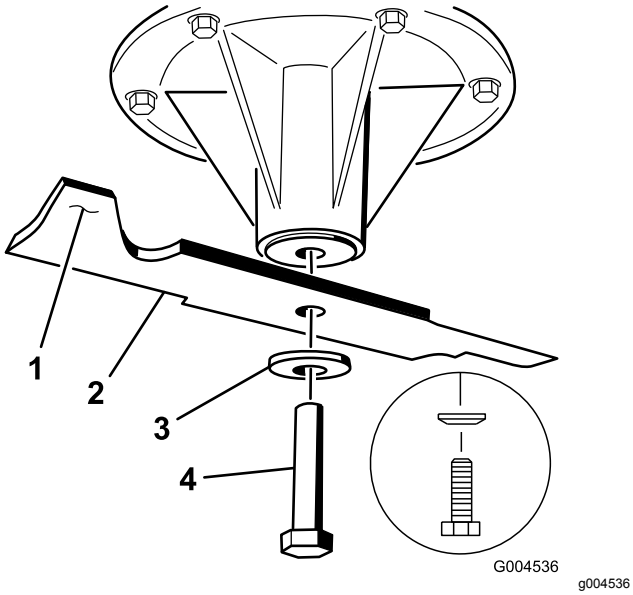

Rysunek 103
2. Odkręć śrubę ostrza, zdejmij podkładkę falistą i zdejmij ostrze z wału wrzeciona (Rysunek 103).